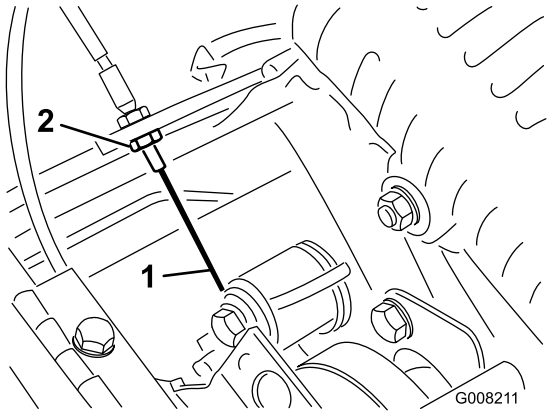

Figur 36
3. Kabelspændingen øges ved at løsne kablets forreste kontramøtrik og spænde kablets bageste kontramøtrik (Figur 36), indtil der kræves en kraft på 3,2 til 4,1 kg for at aktivere tranktionskontrollen. Mål belastningen ved betjeningsknappen.